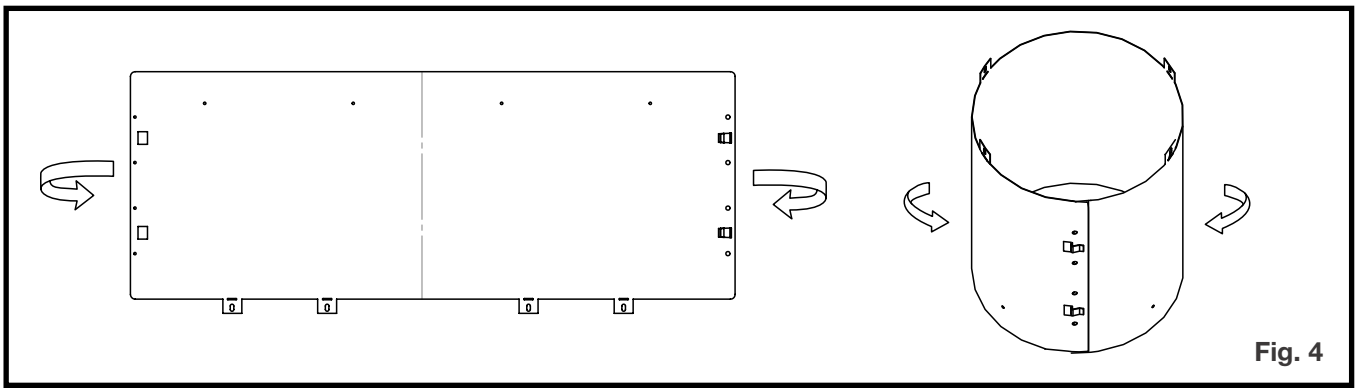

Fig. 4
4. Roll the vent sleeve as shown and ensure to clip the ends together **(Figure 4)**.